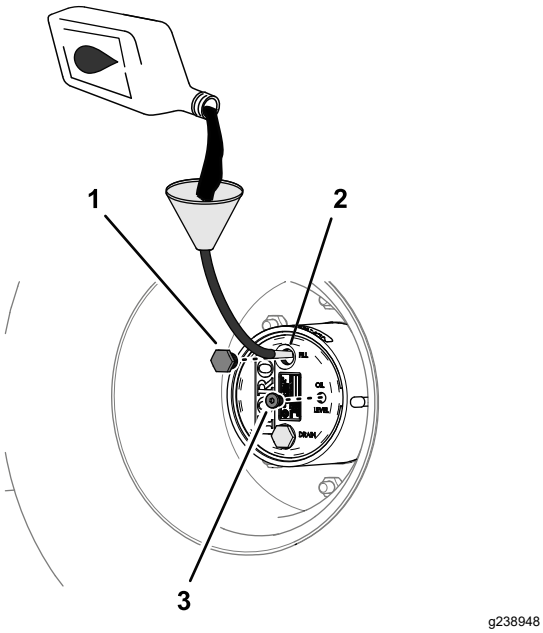

Figur 98
4. Om smörjmedelsnivån är låg ska du ta bort påfyllningspluggen och fylla på med det angivna smörjmedlet tills smörjmedlet rinner ut ur kontrollpluggshålet (Figur 98). Se Smörjmedelsspecifikation för planetväxeln (sida 70).
6. Sätt tillbaka påfyllningspluggen och kontrollpluggen (Figur 98).
1. Häll försiktigt det angivna växelsmörjmedlet i påfyllningsplugghålet. Se Figur 98 i Kontrollera planetväxelsmörjmedlet (sida 70).
3. Sätt tillbaka påfyllningspluggen och kontrollpluggen. Se Figur 98 i Smörjmedelsspecifikation för planetväxeln (sida 70).